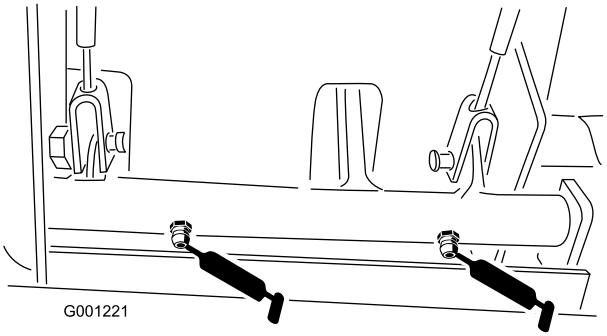

Figur 39
- Bremsetapphylser (Figur 39)
- Bremsekabler (enden ved drivhjulet og enden ved bremsepedalene) (Figur 39)